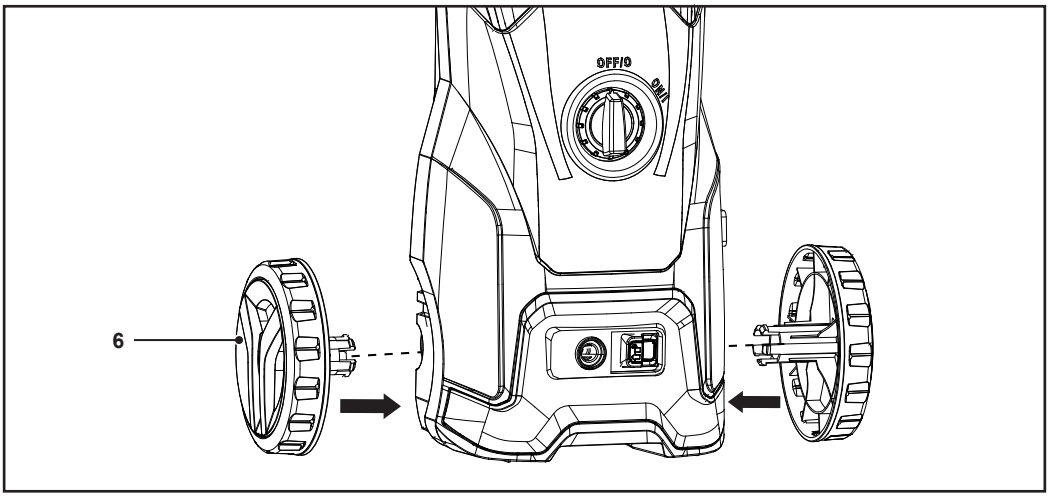

Rys. 3
3. Wsunąć uchwyt na przewód zasilania (25) w szczelinę znajdującą się z tyłu urządzenia.
4. Przymocować pasek uchwytu na przewód zasilania (26) do uchwytu na przewód zasilania (25).
5. Przymocować 2 koła (6) do szczelin u dołu urządzenia (rys. 3). Koła zablokują się w odpowiednim położeniu ze słyszalnym kliknięciem.